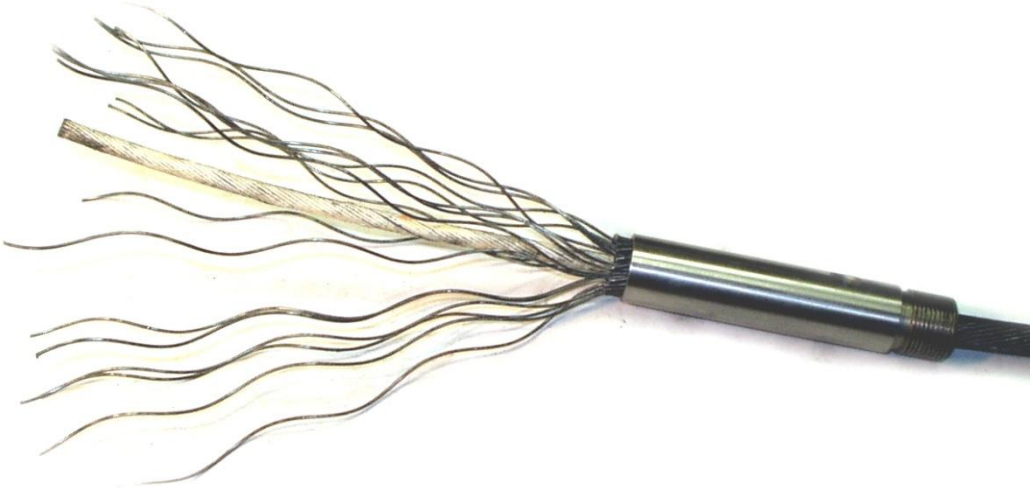

Рис.11
9. Аккуратно расплетают нижний повив брони и расправляют его равномерно воронкой (см. рис. 11).